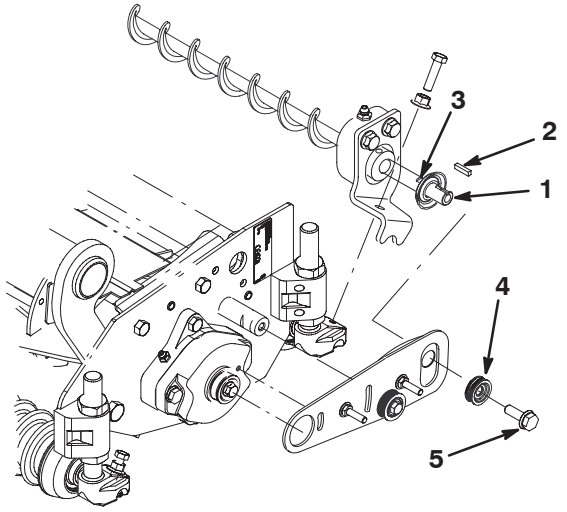

Figure 12
21. Insert square key into key way on roller brush shaft (Fig. 12).
22. Slide pulley onto key and end of roller brush shaft (Fig. 12).
23. Apply 242–Loctite (blue) to threads of 5/16–18 x 5/8" lg. flange bolt. Secure pulley to shaft with bolt and torque to 15 to 19 ft.–lbs. (1/2" wrench) (Fig. 12).